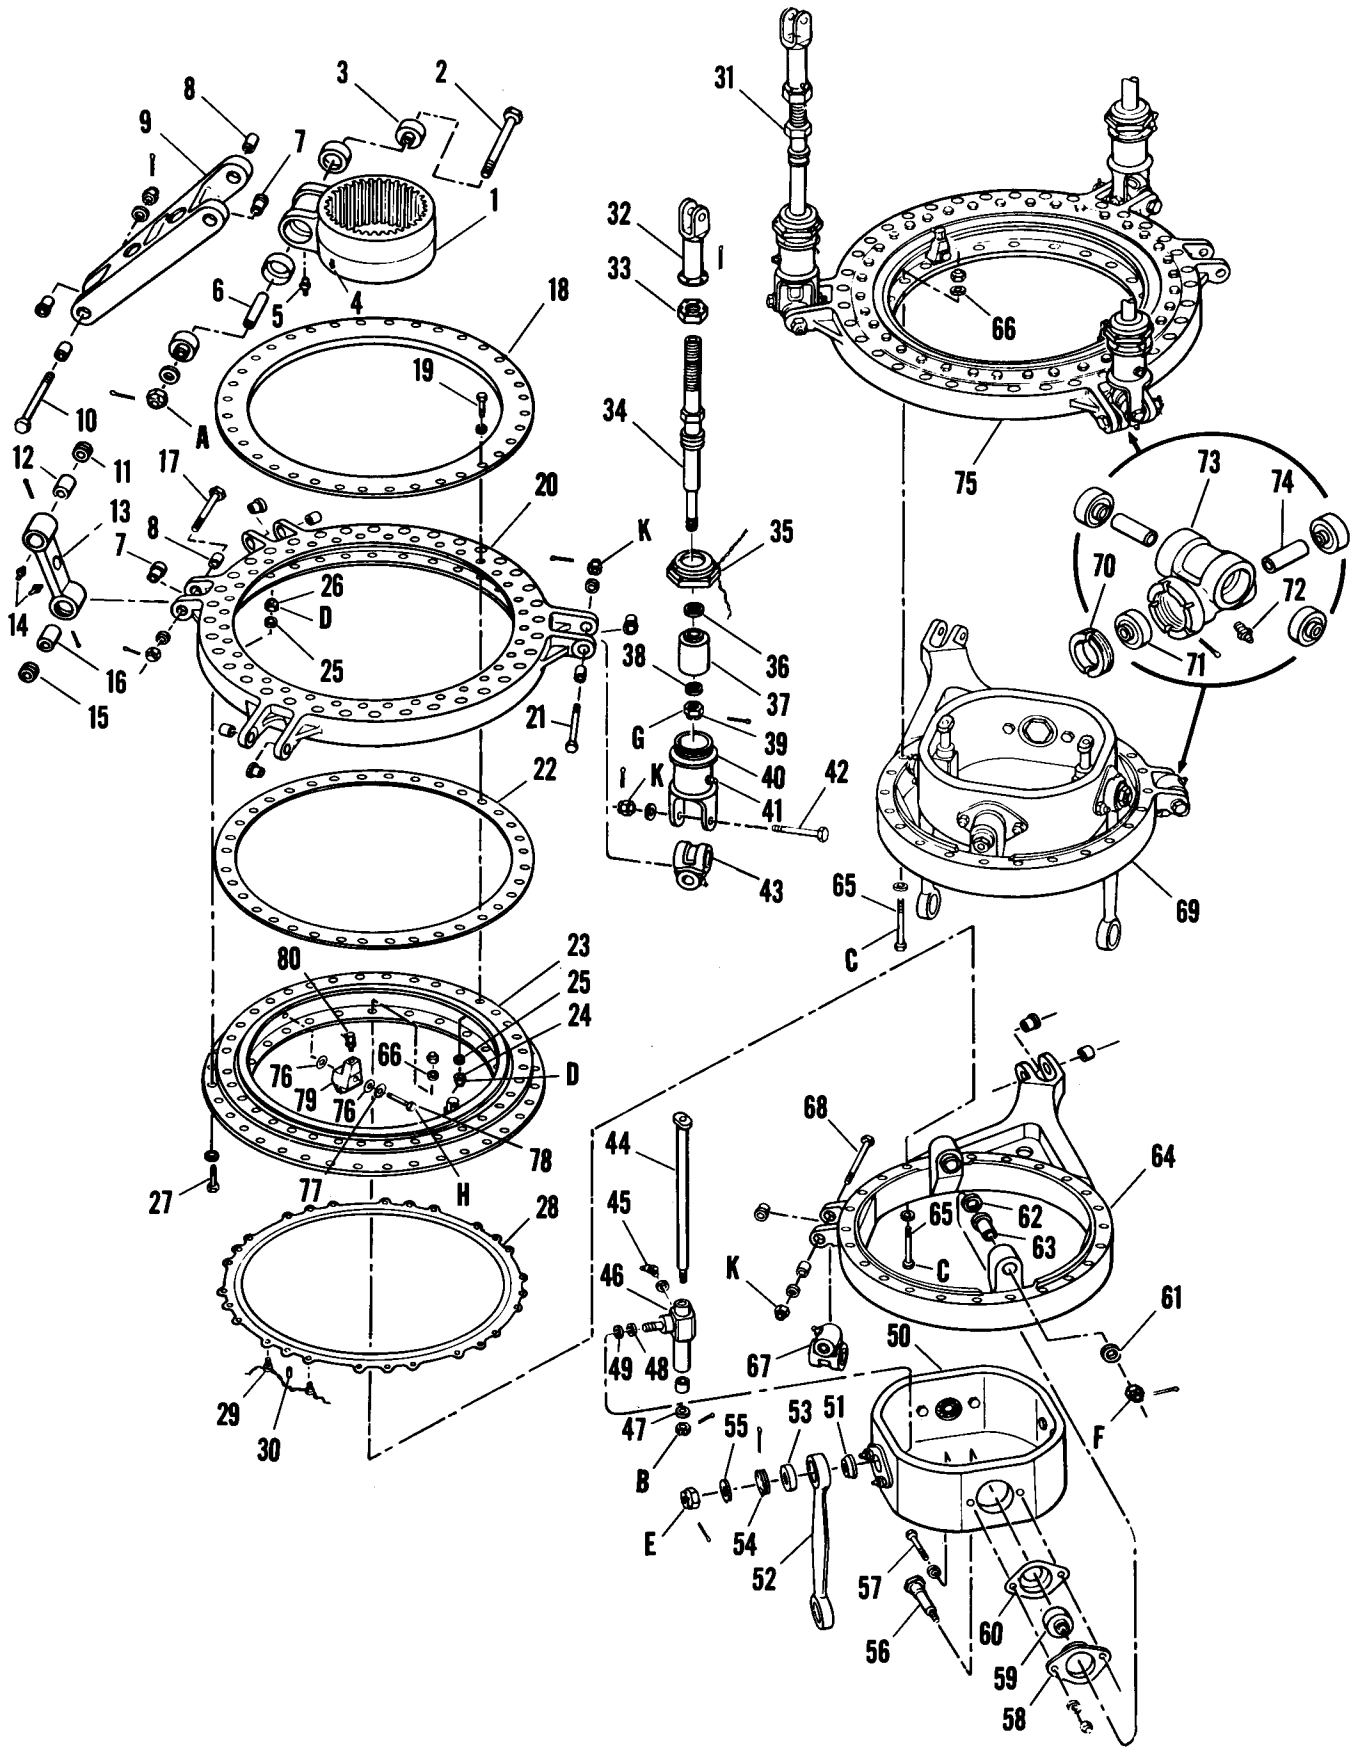

Figure 2-6. Rotor Controls
NOMENCLATURE KEY FOR FIGURE 2-6
2-43. ASSEMBLY. (See figure 2-6.) During assembly of the rotor controls, install all close tolerance AN and NAS bolts with a coating of grease, Spec MIL-G-3278, to protect unplated shanks. Coat bearings with grease, Spec MIL-G-3278, before pressing them into housings.
d. There are two types of lubricator fitting extensions used on the swash plate bearing, as shown in figure 2-6. The straight lubricator fitting extension is assembled as follows:
1. Install the lubricator fitting extension (26) on the inner race of the swash plate bearing (23).
2-49. INSTALLATION. (See figure 2-6.)
g. Attach a fourth universal block (67) to the lower swash plate ring (64 or 69) at the short set of lugs with a close tolerance bolt (68). Torque the nut to 20–30 pound-inches.
h. Attach the lateral link (22, figure 2-19, sheet 2) to the universal block (67, figure 2-6), making sure the proper close tolerance bolt (23, figure 2-19, sheet 2) is installed. Torque the nut to 20–30 pound-inches.
Bolt (23, figure 2-19, sheet 2) will be installed with head inboard and one thin steel washer under nut so as to prevent any interference with the lower ring (64 or 69, figure 2-6).